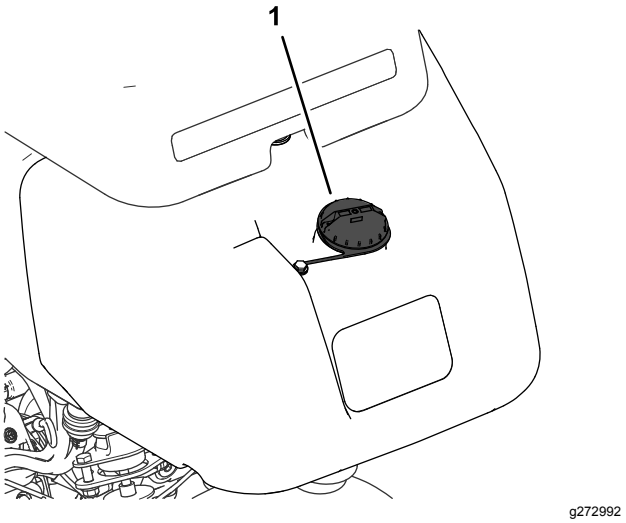

Figur 21
1. Rengjør rundt og ta av lokket på drivstofftanken (Figur 21).